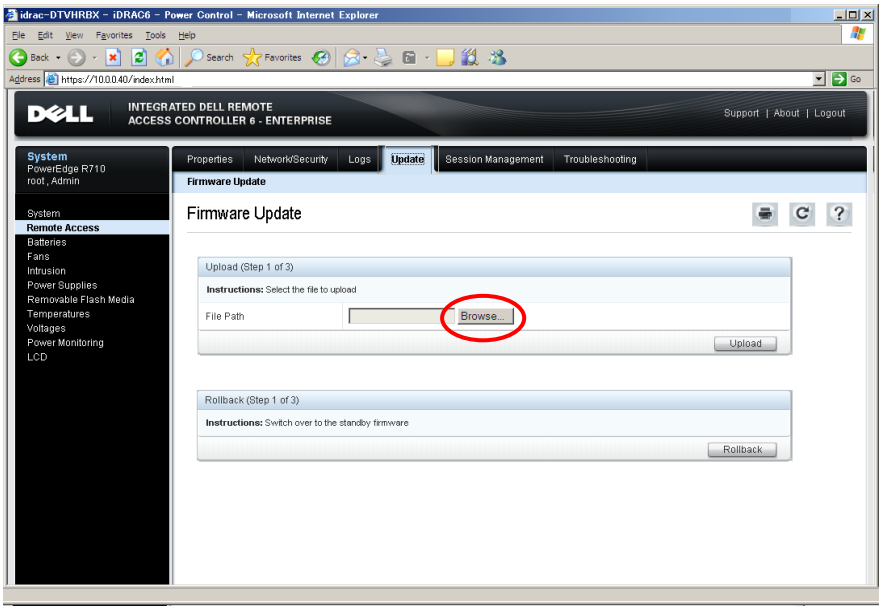

Figure B.2.2-5 Firmware Update window 1
(8) The Firmware Update window 1 is displayed as shown in Figure B.2.2-5.